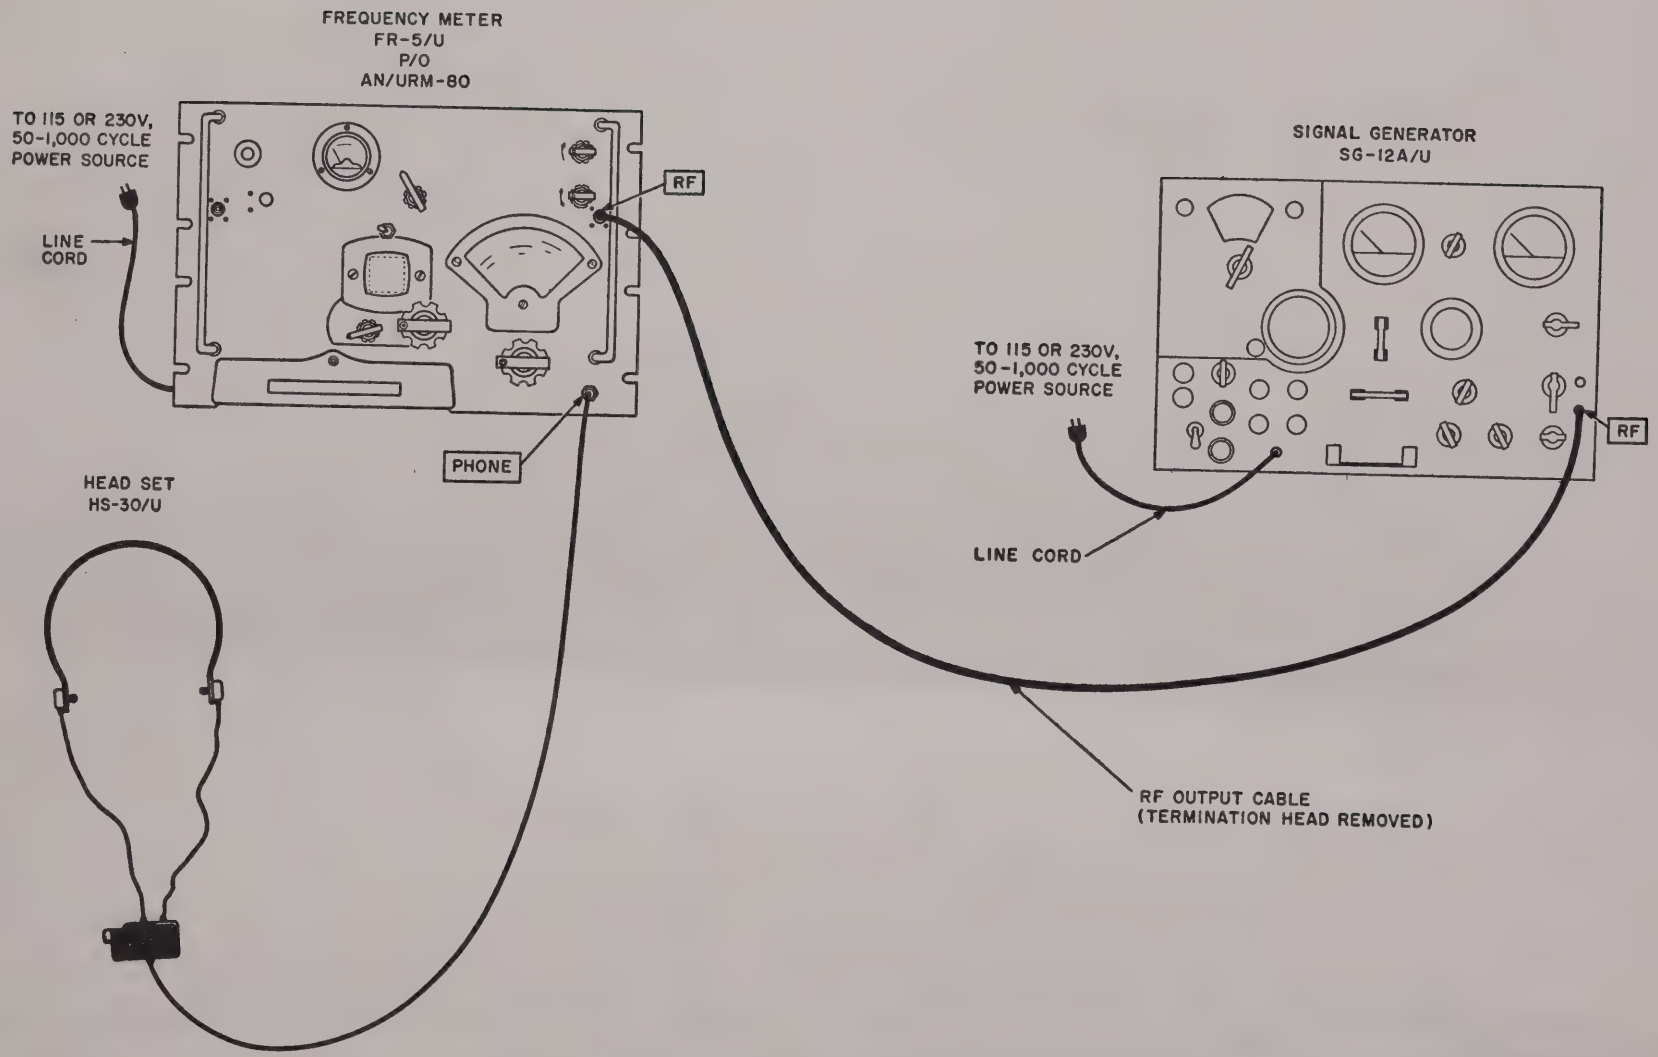

Figure 43.3. RF oscillator frequency calibration check.
b. Test Connections and Conditions. Connect the equipment as shown in figure 43.3. After turning on the AN/URM-80 and SG-12A/U